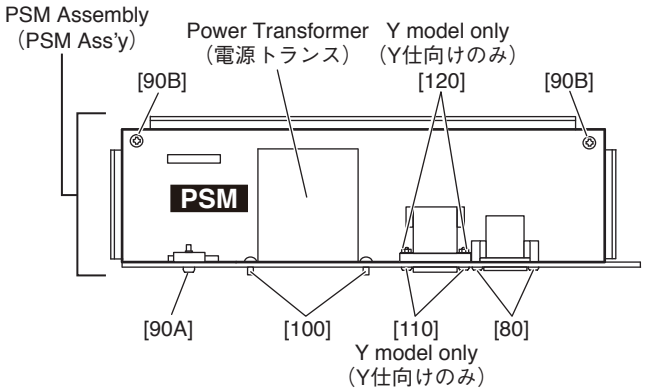

Fig.6（図 6）
5-4 Remove the two (2) screws marked [110] and the two (2) nuts marked [120]. (Y model only)(Fig.6)
5-5 Remove the two (2) screws marked [100], the two (2) screws marked [80], the screw marked [90A], and the two (2) screws marked [90B]. The PSM circuit board can then be removed. (Fig.6)
5-4 [110] のネジ 2 本と [120] のナット 2 個を外します。（Y 仕向けのみ）（図 6）
5-5 [100] のネジ 2 本、[80] のネジ 2 本、[90A] のネジ 1 本、[90B] のネジ 2 本を外し、PSM シートを外します。（図 6）